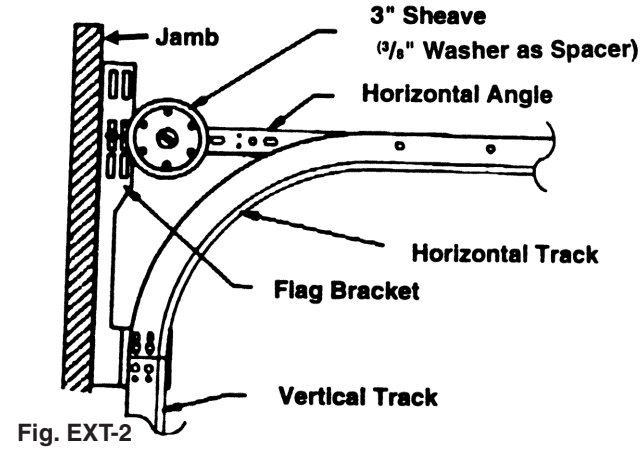

Fig. EXT-2
**Step 2:** Attach a sheave in the third hole on the angle approximately 4 inches from the wall on both sides. Use a 3/8" x 1 1/4" bolt, 3/8" washer and nut. The head of the bolt must be on the door side. (FIG. EXT-2)